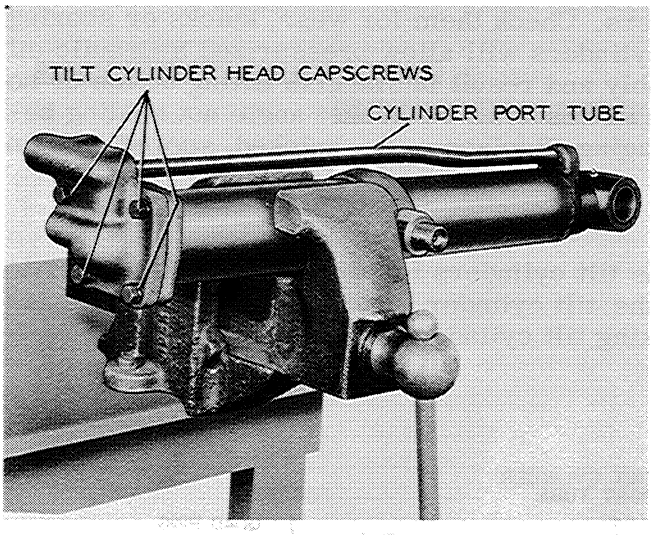

Figure A-31
2. Place the tilt cylinder in a bench vise, so the cylinder port tube is up, as shown in Figure A-31. Tighten the vise just enough to hold the tilt cylinder and remove the four cylinder head capscrews.